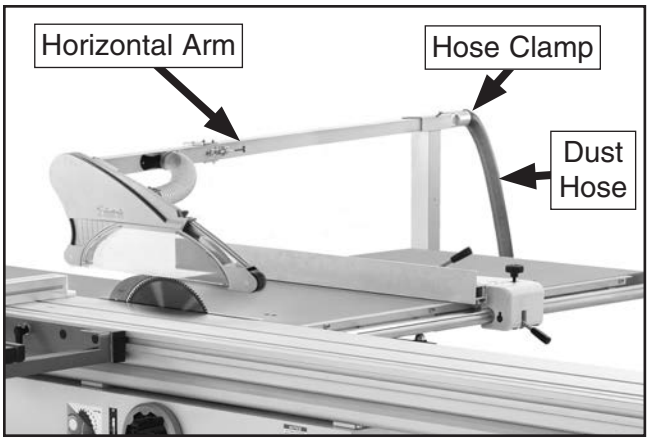

Figure 64. Example of dust hose attached to blade guard.
2. Connect 4" dust hose to end of horizontal arm, as shown in **Figure 64,** then attach it to a single dust collection branch line.